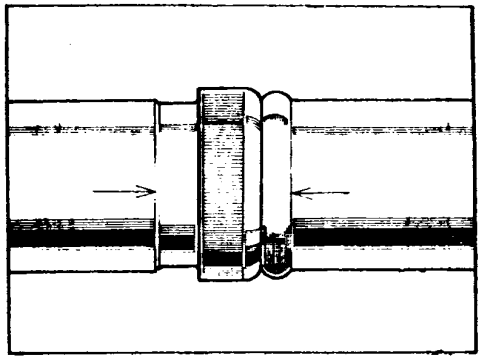

Fig. D-15 Alineación de las marcas de referencia entre el manguito y el árbol
3.5. Se cubrirán con grasa abundante las ranuras del árbol y manguito, y se montará el árbol, comprobando la alineación de las flechas de referencia (Fig. D-15).